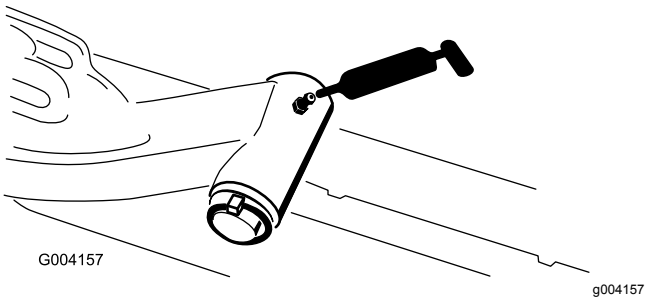

Figur 75
- Løftearmsdreietappaksel (1 hver) (Figur 75)